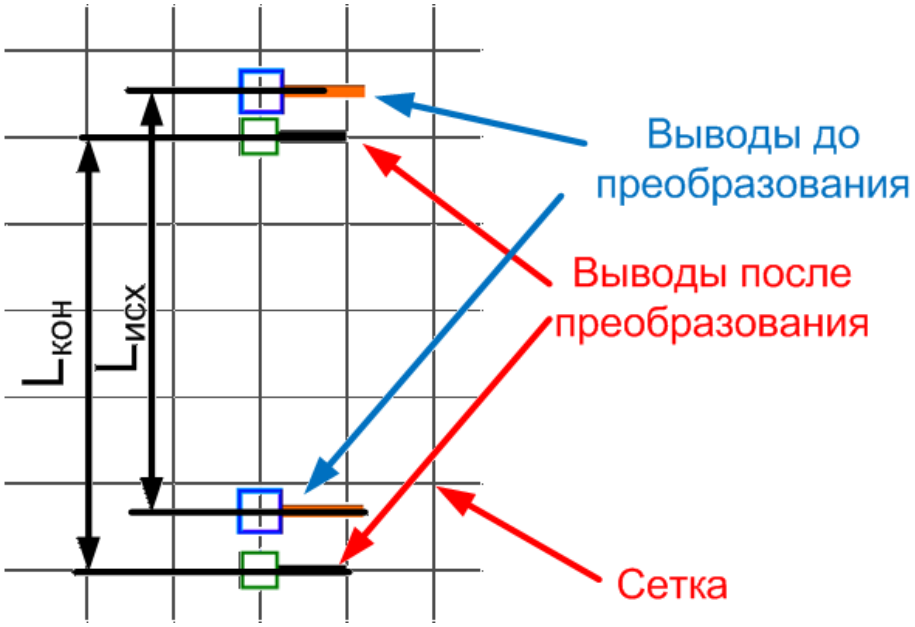

Рис. 370. Вычисление коэффициента масштабирования
3. Далее графика УГО масштабируется на основании соотношения расстояний между крайними выводами в исходном УГО и их положением после преобразования, см. Рис. 370. Масштабирование в горизонтальном и вертикальном направлениях производится независимо.